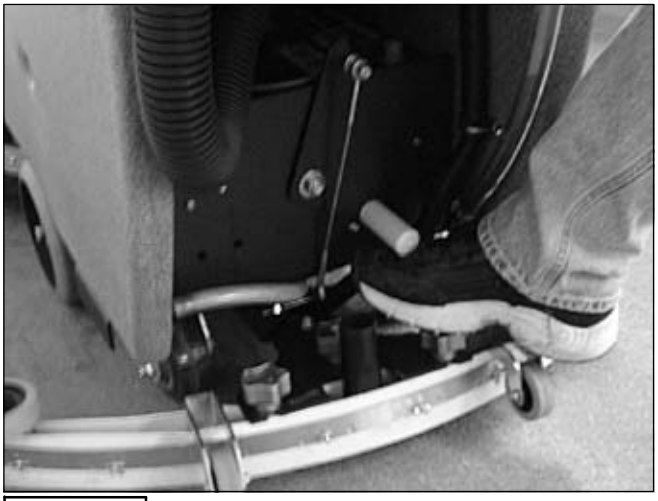

FIGURE 29.
2. USE RIGHT FOOT TO LIFT UP ON SQUEEGEE LIFT POST (YELLOW SLEEVE). *(SEE FIGURE 29.)*